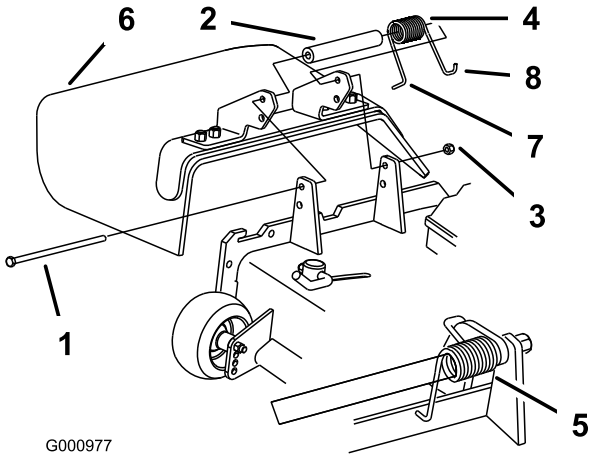

Figur 80
1. Ta bort låsmuttern, bulten, fjädern och distansbrickan som håller fast gräsriktaren på tappfästena (Figur 80). Demontera den skadade eller slitna gräsriktaren.
Obs: Se till att fjäderns L-formade ände sitter bakom däckkanten innan du monterar bulten i enlighet med Figur 80.
3. Montera bulten och muttern. Placera fjäderns **J**-formade ände runt gräsriktaren (Figur 80).